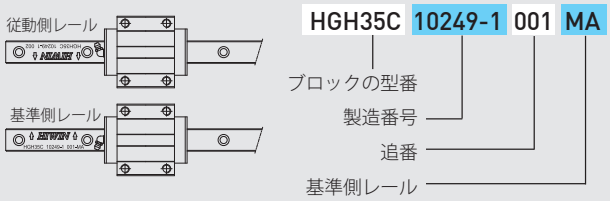

図1
2. 基準側と従動側の確認：非互換型レールを2本組合せた場合、基準側レールと従動側レールの違いに注意する必要があります。基準側レールの取付面精度が従動側レールより良いため、ベッドに基準レールを押し当てて取付けます。基準側レールにはMAマークが標示されています。そして、2本ペアで使う時に、基準側レールの追番は奇数で、従動側レールの追番は偶数です。取付ける時にはその記号を基準として、順番に取付けてください。[例：001と002はペア、003と004はペア...]、図1に示すように、もし一軸2本以上レールを使う場合は、例えば：一軸3本レール、追番の順番001、002、003は3本ペア：004、005、006は3本ペア……。一軸4本レール、追番の順番001、002、003、004は4本ペア：005、006、007、008 は4本ペア ……多数レール使うの場合は上記の通りです。